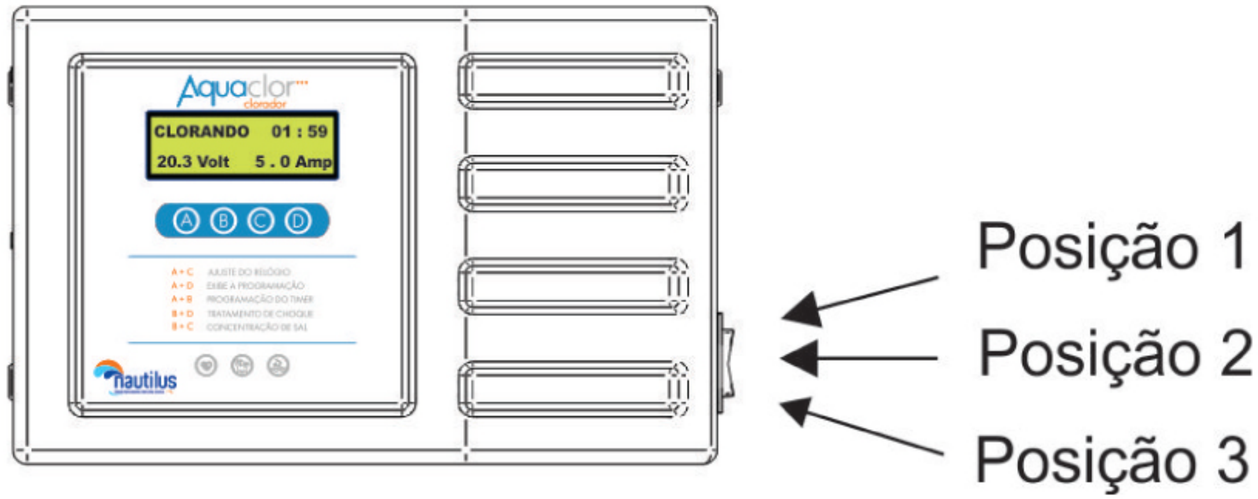

figura 24
2) A chave de três posições, localizada na lateral do gabinete do AQUA CLOR (**figura 24**) permite: